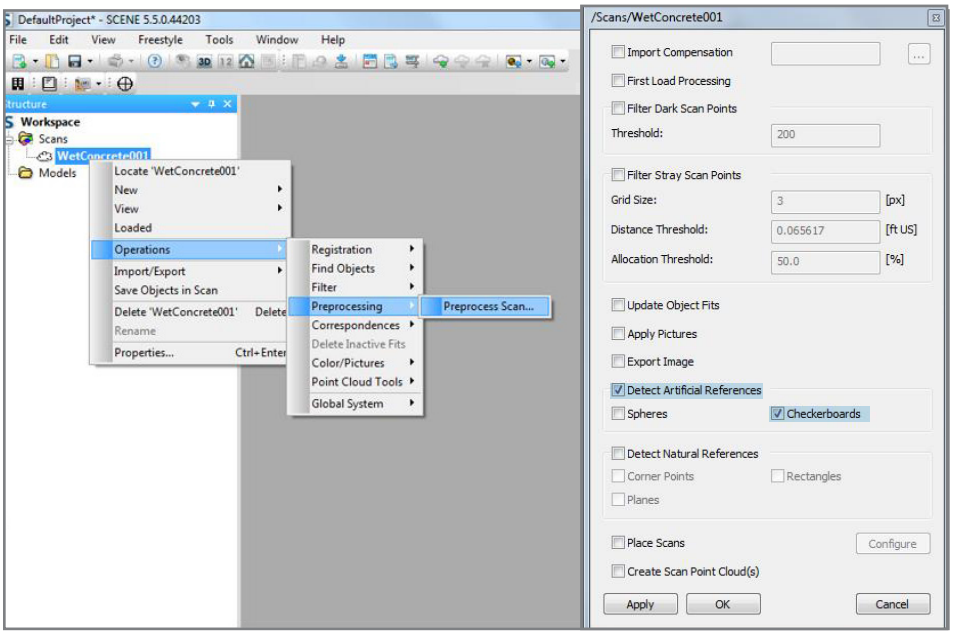

Figure 4. *Preprocessing settings.*
Step 3: Import data into FARO SCENE Software – Once the scan is complete, remove the SD card and insert it into the laptop. Open SCENE software and create a new project, drag and drop the scan into the project and save the project. Right click on the scan - then click on **Operations – Preprocessing – Preprocess scan**. Make sure only the boxes shown in *Figure 4* are checked to enable the software to automatically detect the checkerboard targets placed over the known elevations.